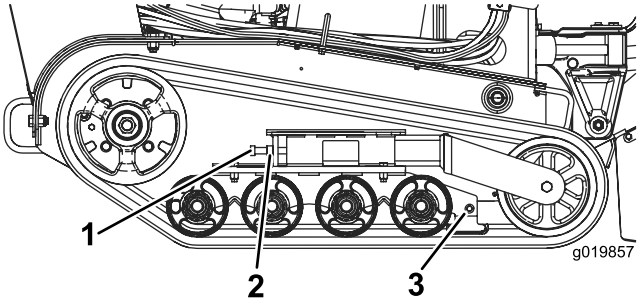

Figur 48
3. Lossa kontramuttern på larvbandets spännskruv (Figur 48).
4. Dra åt spännskruven till 32,5–40,7 Nm så att larvbandet spänns (Figur 48).
4. För spännskruven och kontramuttern bakåt (Figur 48).